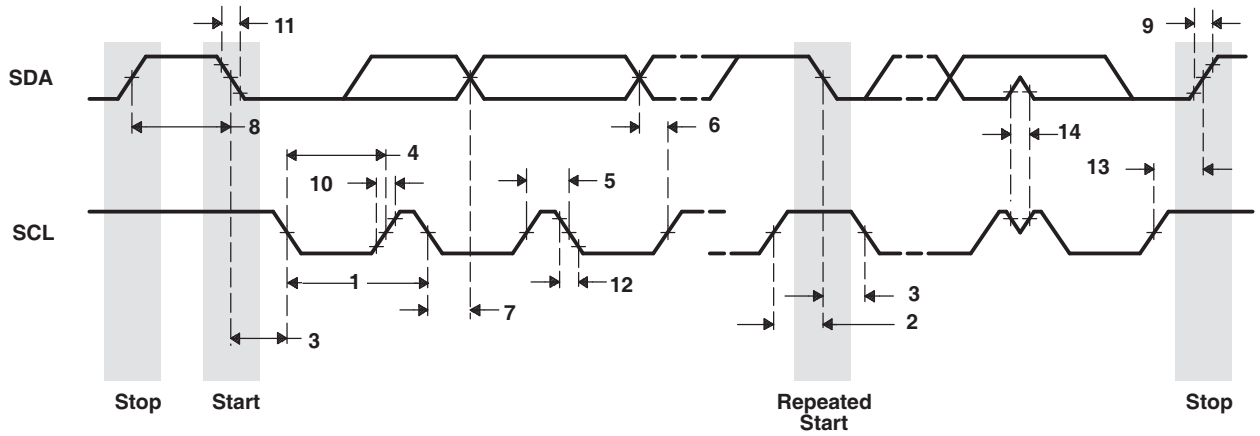

**Figure 6-30. I2C Receive Timings**
**Table 6-53. Timing Requirements for I2C Timings[1] (see Figure 6-30)**